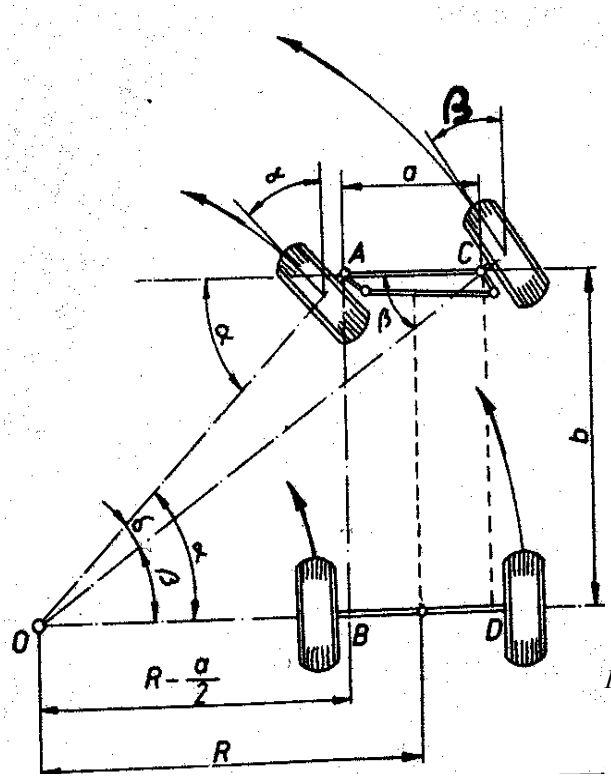

Figura 1. Geometría de giro
Esto mismo ocurre con las ruedas traseras con respecto a las delanteras, pues como todo el vehículo tiene que tomar la misma curva, todo él tiene que tener el mismo centro de rotación. Esto se consigue dando a las bieletas de mando una inclinación tal, que cuando el vehículo circule en línea recta, los ejes de prolongación de las bieletas o brazos de mando, coincidan con el centro del eje trasero, y al tomar una curva, los ejes de las ruedas coincidan sobre un mismo centro (O). Con esto, los círculos descritos por las 4 ruedas en movimiento serán concéntricos en cualquier posición de giro (figura 1).